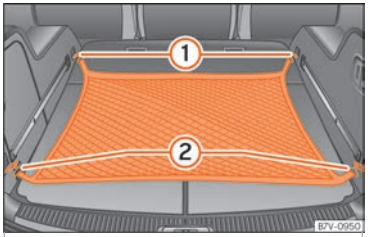

Fig. 177 In the boot: net used on secured baggage
- Hook the baggage net into the fastening rings ››› Fig. 177 ① and ②.
- Carefully unhook the baggage net hooks from the fastening rings ››› Fig. 177 ①.
- Carefully unhook the baggage net hooks from the fastening rings ››› Fig. 177 ②.